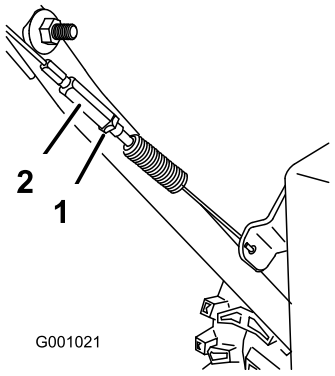

Figur 43
3. Dra åt kontramuttern (Figur 43).